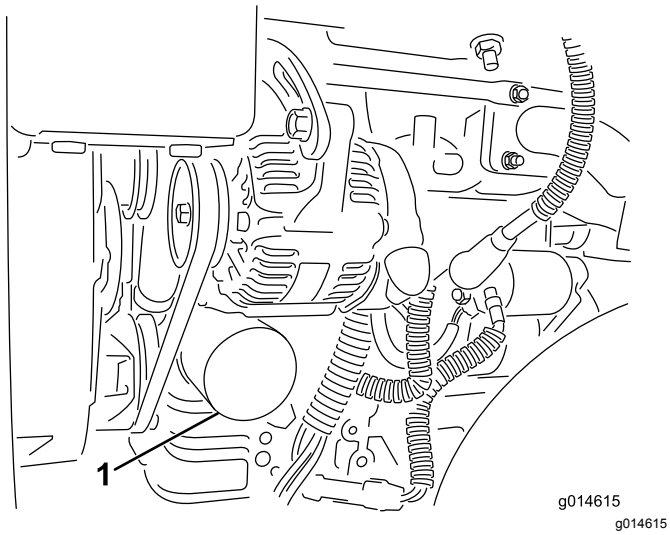

Figuur 31
2. Verwijder het oliefilter (Figuur 31). Smeer een dun laagje schone olie op de pakking van het filter.